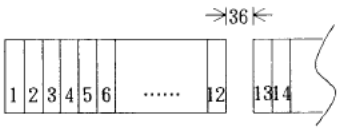

图 1
① 横向并排时，请每隔 12 单元空出 1 单元的空间。（参阅图 1）